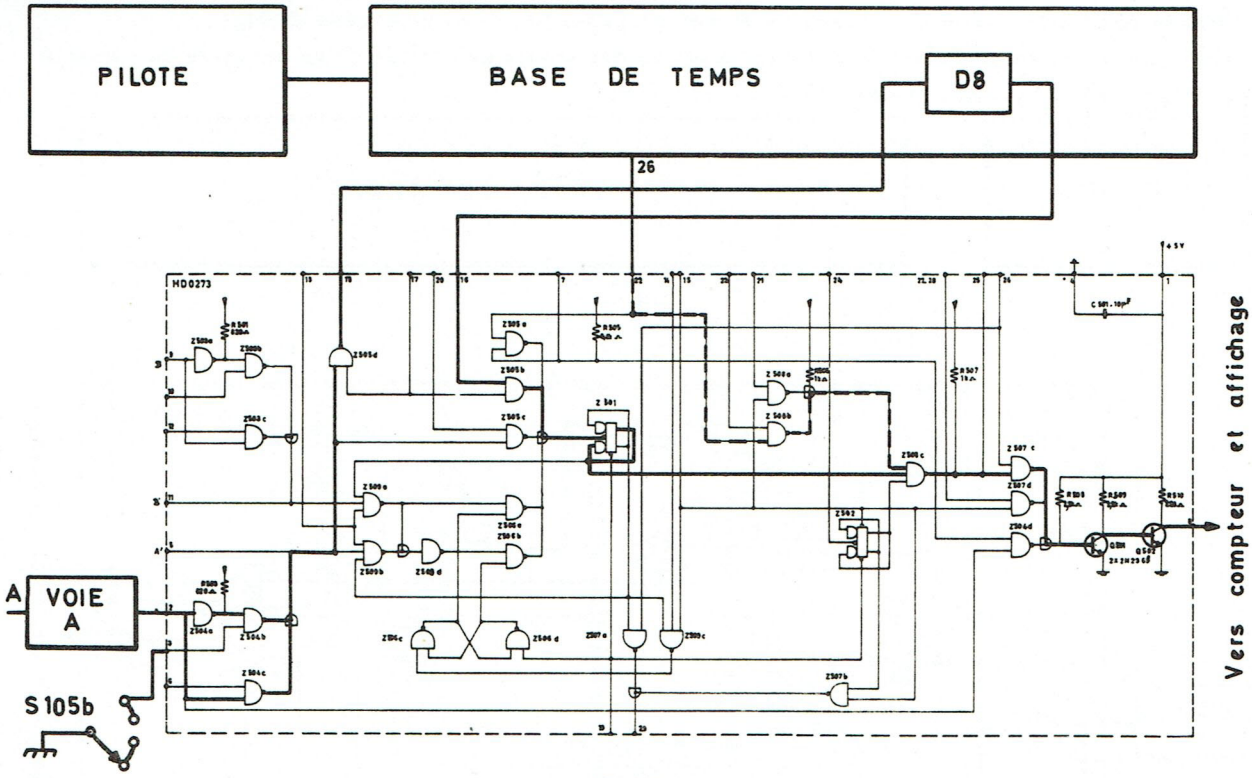

Fig 26
3.4.3. - Mesure de période sur 10 cycles : (Figure 26)